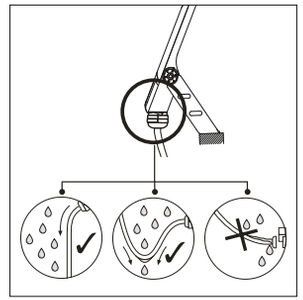

Рис. 4
5.15 Обратить внимание на расположения кабеля относительно кабельного ввода на корпусе осветительного прибора (рис. 4).